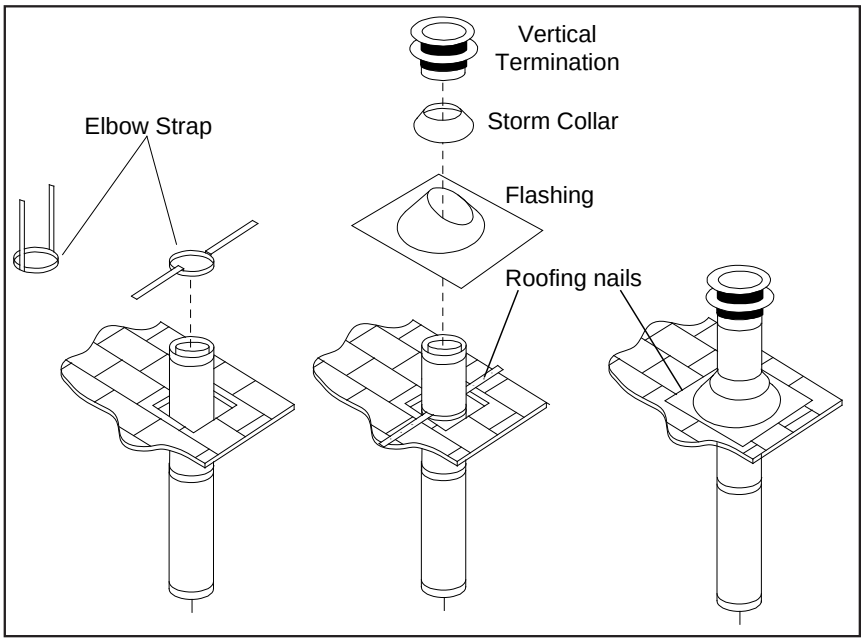

Figure 62: Vertical Vent Termination
Step 3. To install the Round Support Box/Wall Thimble in a flat ceiling, cut a **10 " (25.4 cm)** square hole in the ceiling, centered in the hole drilled in Step 2. Frame the hole as shown in Figure 62.
Step 6. Once the pipe sections have been joined, and run up through the hole in the roof, slip an elbow strap over the exposed sections, bend the support straps outwards, and push the elbow strap down to the roof level, as shown in Figure 62. Tighten the clamp around the pipe section. Use a level to make sure the pipe is truly vertical. With roofing nails, secure the support straps to the roof. Seal the nails holes heads with non-hardening mastic. Trim the excess length of the support straps that extend out beyond the edge of the flashing.
Step 9. Slip the storm collar over the pipe, and push it down to the top of the roof flashing as shown in Figure 62. Use the non-hardening sealant around the joint between the pipe and the storm collar.